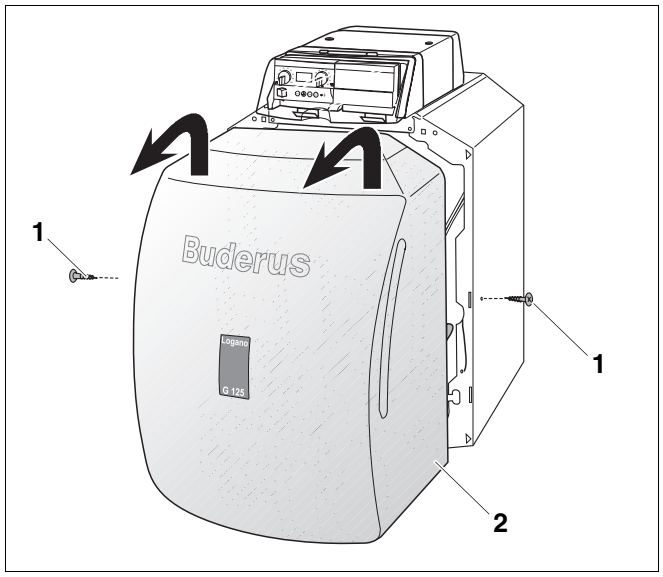

Rys. 4 Demontaż obudowy palnika
- Odkręcić śruby z lewej i prawej strony kotła grzewczego (rys. 4, **poz. 1**).
- Unieść lekko obudowę palnika (rys. 4, **poz. 2**) i zdjąć ją, pociągając do przodu.